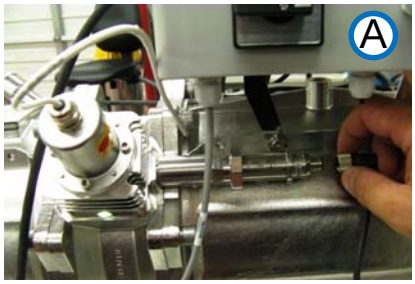

Figure 10-27: Replacing the Sensors (Generic View 1)
Step 1. To disconnect the harness connector (shown in view **A** in **Figure 10-27**), unscrew the sensor's threaded locking nut.